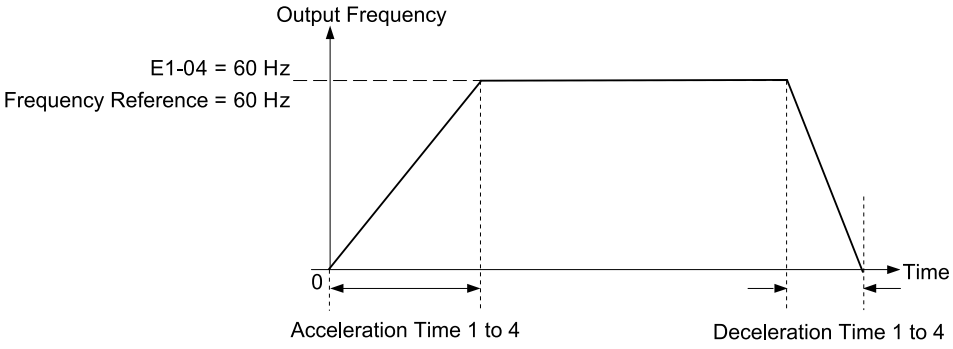
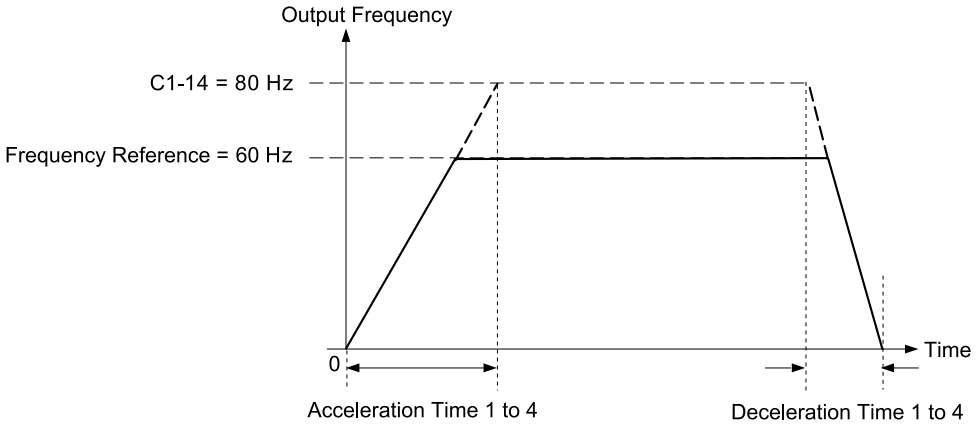

Figure 12.38 Example 1: Acceleration/Deceleration Rate (When C1-14 = 0 Hz, E1-04 = 60 Hz, and the Frequency Reference is 60 Hz)
Figure 12.40 Example 3: Acceleration/Deceleration Rate (When C1-14 = 80 Hz, E1-04 = 60 Hz, and the Frequency Reference is 60 Hz)
- Figure 12.38 to Figure 12.40 show the accel/decel times when *C2-01 to C2-04 [Jerk@Start of Accel to Jerk@End of Decel] = 0.00 s*.